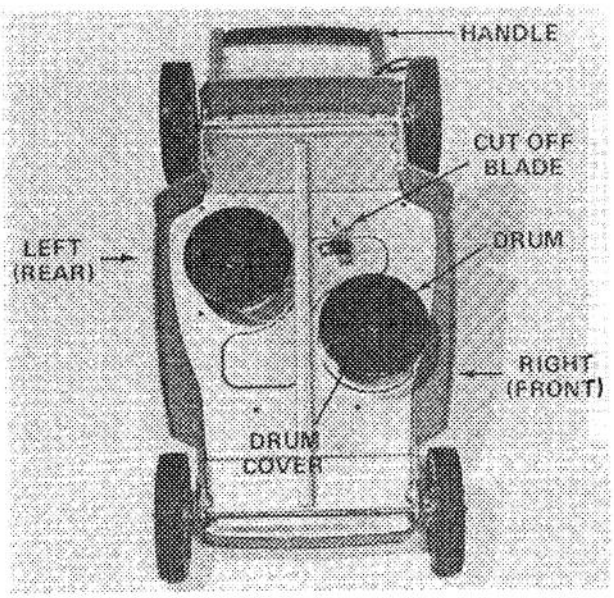

Figure 11
1. Turn mower completely over (Fig. 11).
2. Remove screws securing drum cover to drum and lift off cover (Fig. 11).